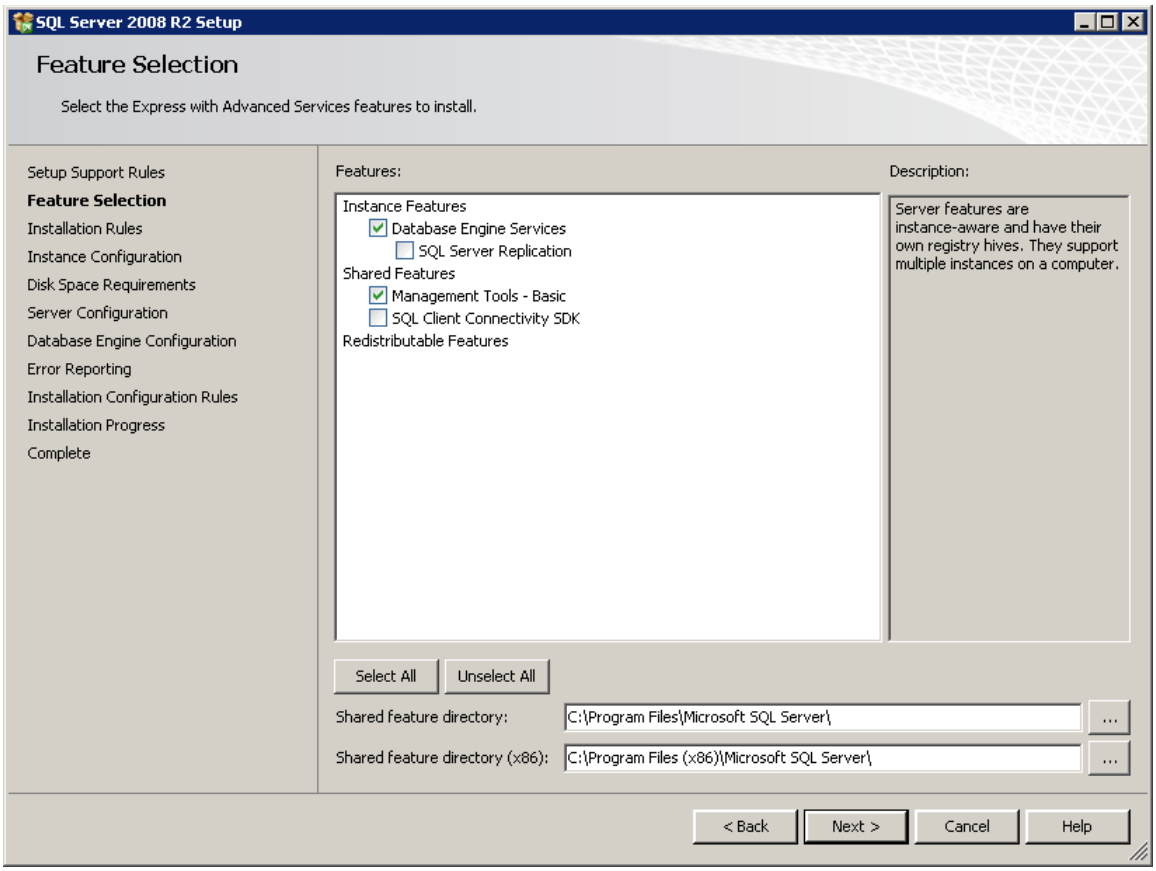

Figure 2-4 SQL Server 2008 R2 Setup – Feature Selection
10. *Feature Selection:* Select the following features: *Database Engine Services* and *Management Tools - Basic* (Figure 2-4). Click the *Next* button.